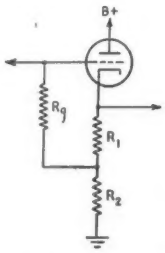

Fig. 17 — Cathode follower with Z_o matched to load.
From equation (33) it can be seen that the stage always operates with a gain of less than 1 and that the higher the value of R_k the closer to unity the gain becomes. The circuit in Fig. 17 is sometimes used to secure higher output voltages. In this circuit, R_k is divided into two parts, R_1 and R_2, arranged so that the d.c. voltage drop across R_1 is equal to the required grid bias and, since the grid is returned to the junction of R_1 and R_2, the correct bias will be obtained; the G_m will not change, but R_k will be increased and also the voltage output, from equation (33). Similarly, Z_o will be changed, from equation (34).
By using the arrangement shown in Fig. 17, a perfect match into a 72-ohm line can be obtained by making R_1 160 ohms and R_2 45 ohms. The gain, A, then would be